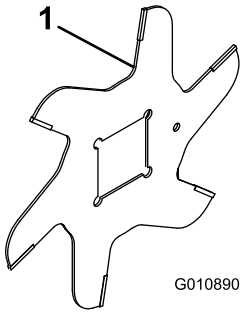

Figura 18
1. Monte uma lâmina de cilindro (Figura 18).
4. Instale lâmina seguinte no sentido dos ponteiros do relógio de forma a o orifício de referência (Figura 18) não ficar alinhado com o orifício da primeira lâmina por um furo do eixo.